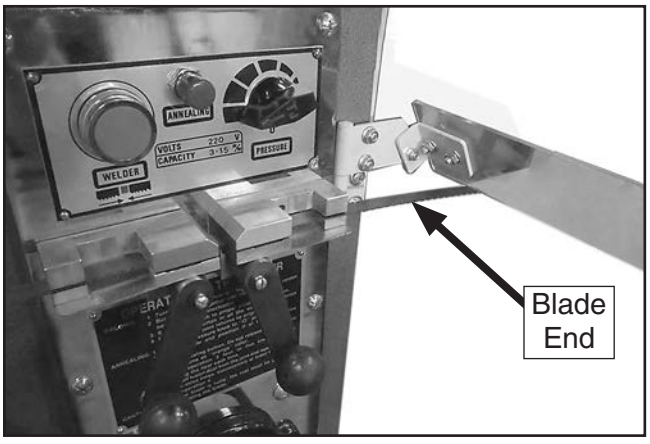

Figure 10. Blade end properly positioned in welding clamp and locked in place.
5. Position the back of one blade end evenly against the back of the right welding clamp so the end is midway between the two clamps, then rotate the clamp lever as far up as possible to hold the blade end in place (see **Figure 10**).